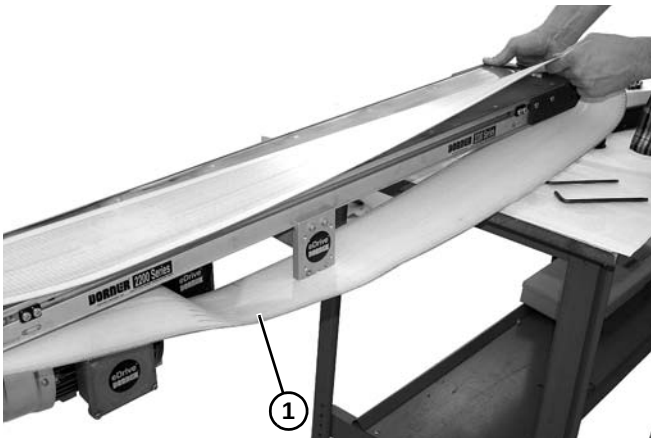

Figure 44
4. Remove belt **(Figure 44, item 1)** from conveyor frame.